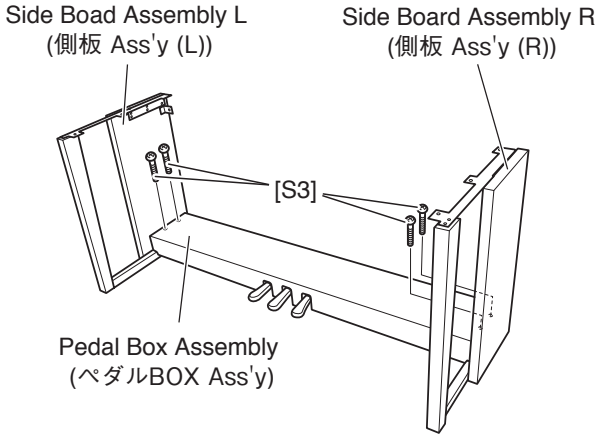

Fig.16（図 16）
Remove the two (2) screws marked [S3]. The side board assembly L can then be removed. (Fig.16)
Remove the four (4) screws marked [S3]. The pedal box assembly can then be removed. (Fig.16)
[S3] のネジ 2 本を外して、側板 Ass'y (L) を外します。(図 16)
[S3] のネジ 4 本を外して、ペダル Box Ass'y を外します。(図 16)